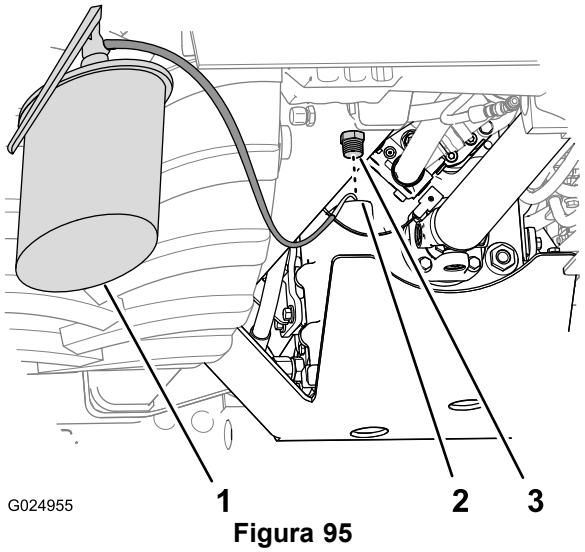

Figura 95
4. Riempite la trasmissione con l'olio indicato attraverso il foro di riempimento (Figura 95).